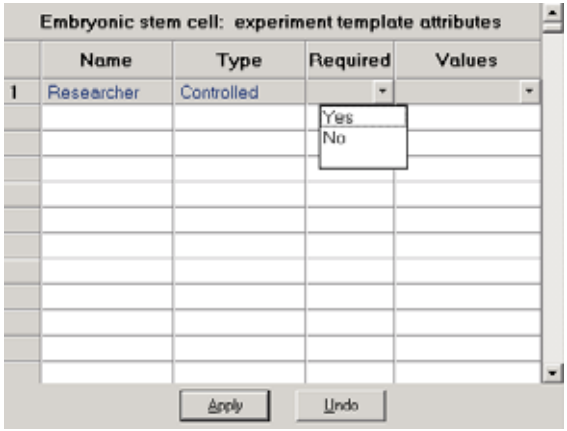

Figure 15.67
8. In the drop-down list that appears, click **Yes** if the information is required or **No** if it is not **(Figure 15.67)**.